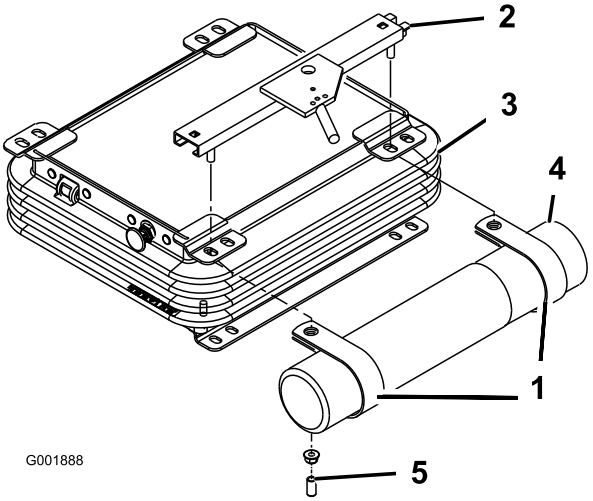

Figur 7
2. Fjern de to mutterne og vinyllokkene (dersom tidligere installert) som fester den øvre setebraketten til den venstre siden av seteopphenget (Figur 7).
3. Monter R-klemmene løst i setebrakettens bolter med de to mutrene som allerede er fjernet (Figur 7).
4. Monter håndbokrøret på R-klemmene, og stram mutterne (Figur 7).